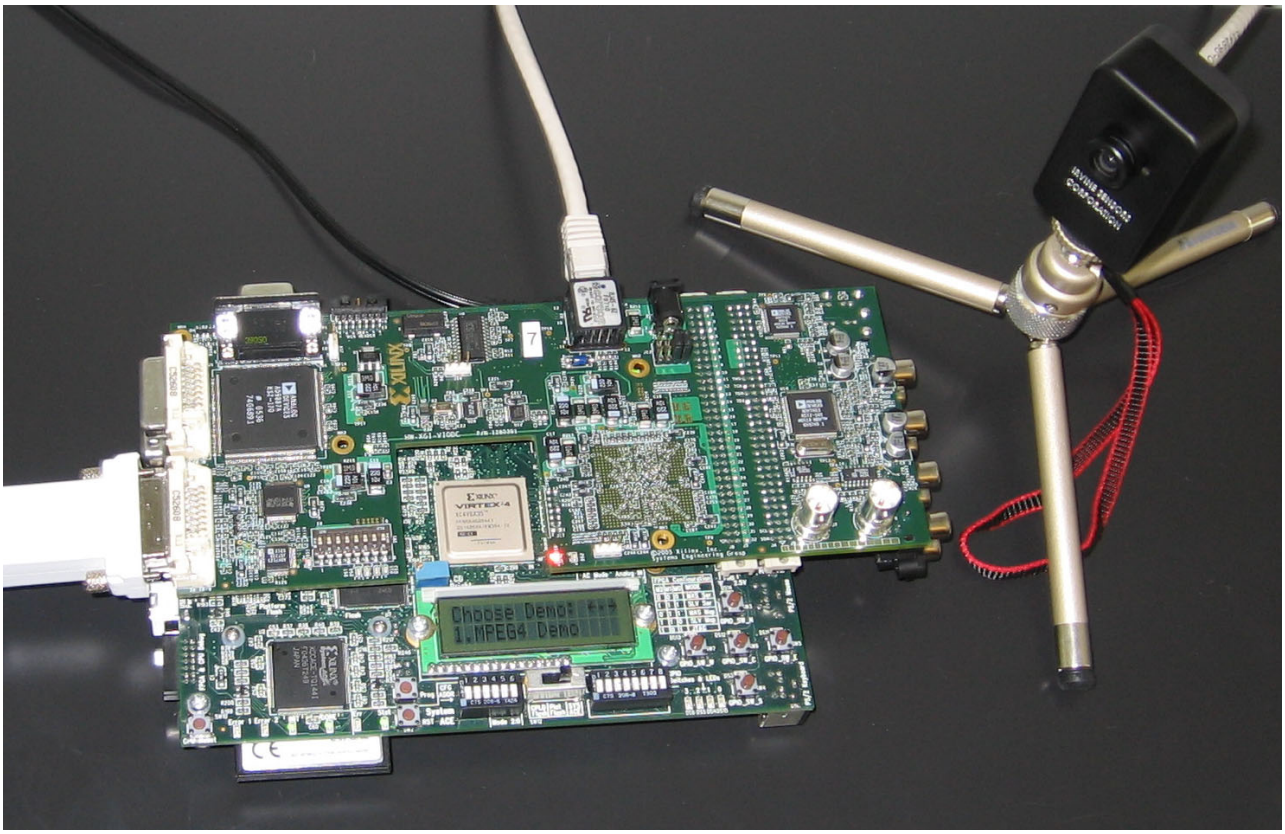

Figure 3: **Connecting the VSK to the RGB LVDS Camera**
2. Connect the LVDS RGB camera from Irvine Sensors to the RJ45 connector on the VIODC (Figure 3).